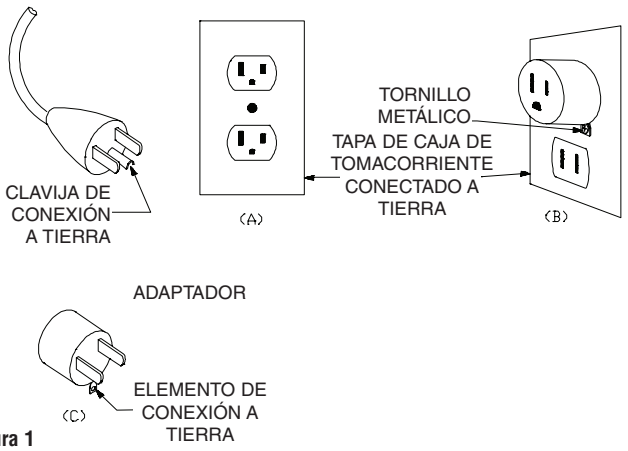

Figura 1
10. Algunos modelos tienen un enchufe de conexión a tierra de tres patas (vea la Figura 1). Si tiene un enchufe de conexión a tierra, sólo conecte en un tomacorriente conectado a tierra apropiadamente.
1. Los calefactores están equipados con cable flexible con enchufe de conexión a tierra de 2 patas (según se muestra en la Figura 1) e interruptor de ENCENDIDO/APAGADO incorporado. Este calefactor sólo es para uso a 120 V AC.
2. Hay disponible un adaptador, según se muestra en C en la Figura 1, para conectar enchufes del tipo de conexión a tierra de tres patas en tomacorrientes de dos ranuras. El terminal verde de conexión a tierra que sobresale del adaptador se debe conectar a una conexión de tierra permanente, tal como una caja de tomacorriente conectado a tierra apropiadamente. No es necesario utilizar el adaptador si hay un tomacorriente de tres ranuras conectado a tierra.